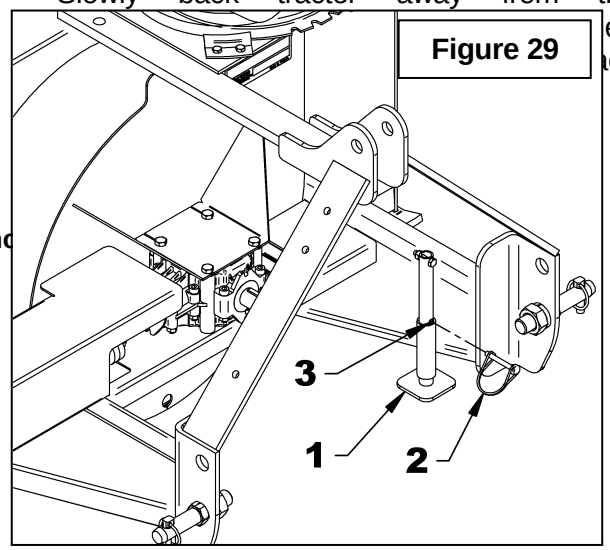

Figure 29
Quick Hitch (Figures 29)
2. **Figure 29:** Remove the wire round lock pin (item 2), lower the parking stand (item 1) and reinsert the wire round lock pin in the lower hole (item 3).
(Figure 29)